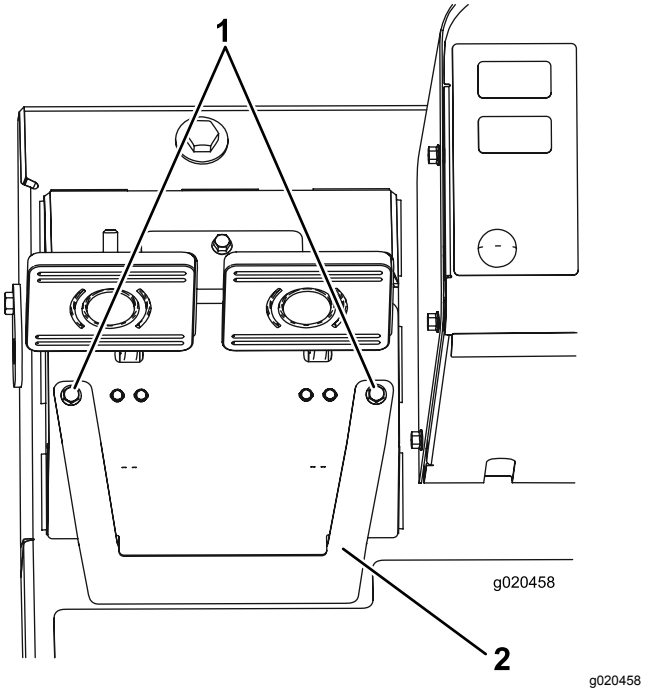

Figuur 93
A. Zet de 2 bevestigingsschroeven los en verwijder de afstelplaat van de rem (Figuur 93).